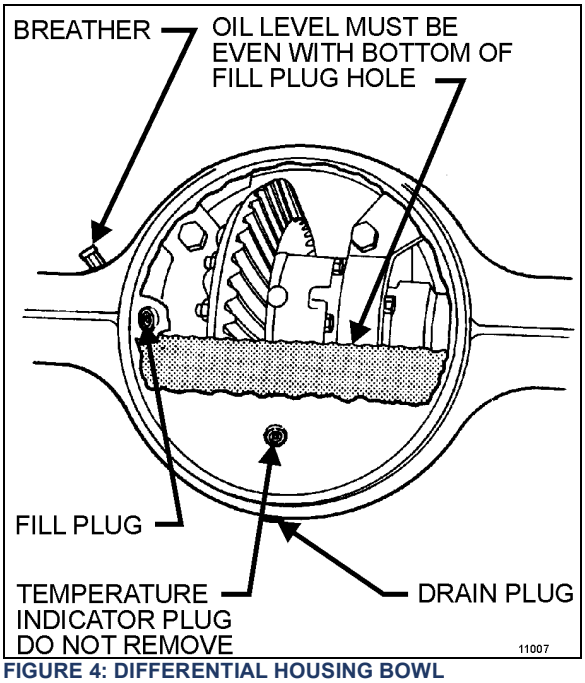

**FIGURE 4: DIFFERENTIAL HOUSING BOWL**
3. Clean the area around the fill plug. Remove the fill plug from the differential axle housing bowl (Figure 4).